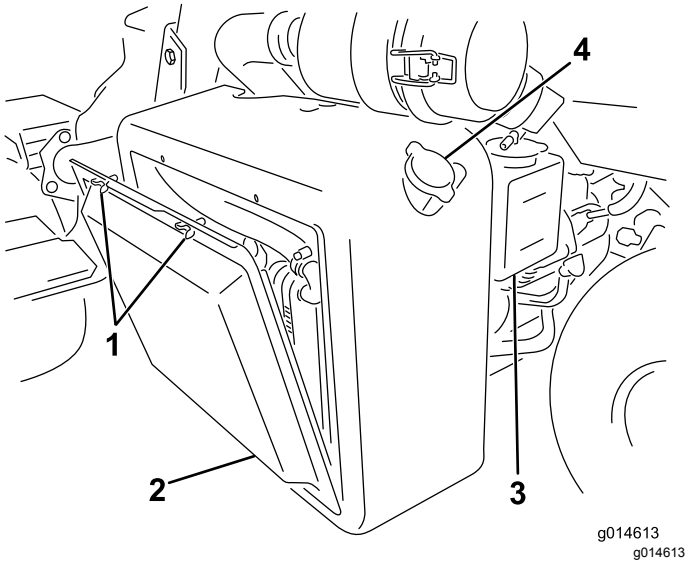
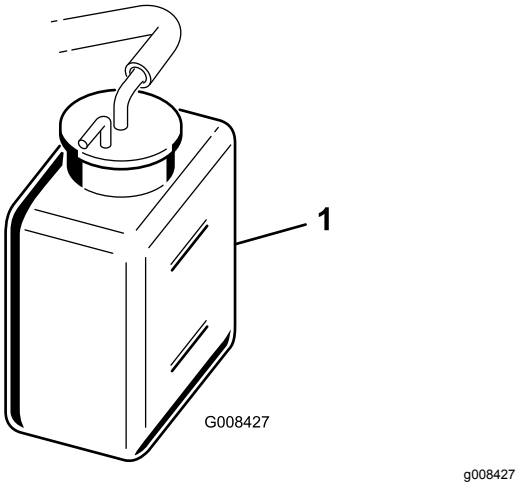

Rysunek 35
Rysunek 36
1. Zdejmij osłonę chłodnicy (Rysunek 35).
2. Sprawdź poziom płynu chłodzącego (Rysunek 35 oraz Rysunek 36).